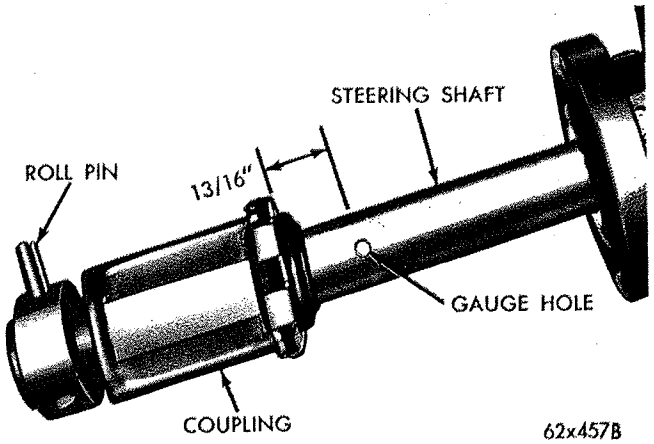

*Fig. 36—Positioning Steering Shaft Coupling (Valiant and Belvedere Models)*
(1) Insert column and jacket tube assembly through floor pan opening, being careful not to soil or damage the headlining.
(2) With front wheels in straight ahead position, align master splines of coupling and worm shaft (or steering shaft with upper joint coupling—Fury models). Engage coupling or steering shaft far enough to install a **new** roll pin.
(3) Loosely fasten steering column jacket to instrument panel bracket with clamp and the two attaching screws. Be sure tab on clamp is entered in locating slot in the column jacket.
(4) The steering shaft coupling must be centered at midpoint of its travel.
**Valiant and Belvedere Models:** Move column assembly up or down in instrument panel bracket so dimension between top of coupling and center of the gauge hole (Fig. 36) is 13/16 inch. Tighten the steering column bracket clamp screws to 95 inch-pounds.